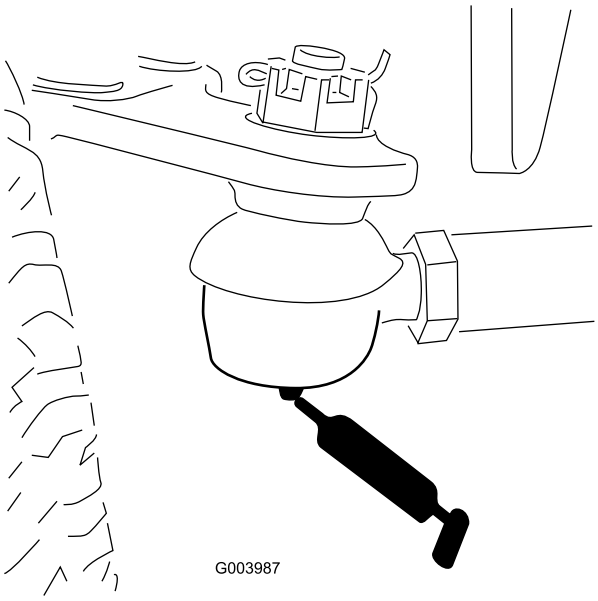

Figur 33
- Bakaxelns dragstång (2) (Figur 33)